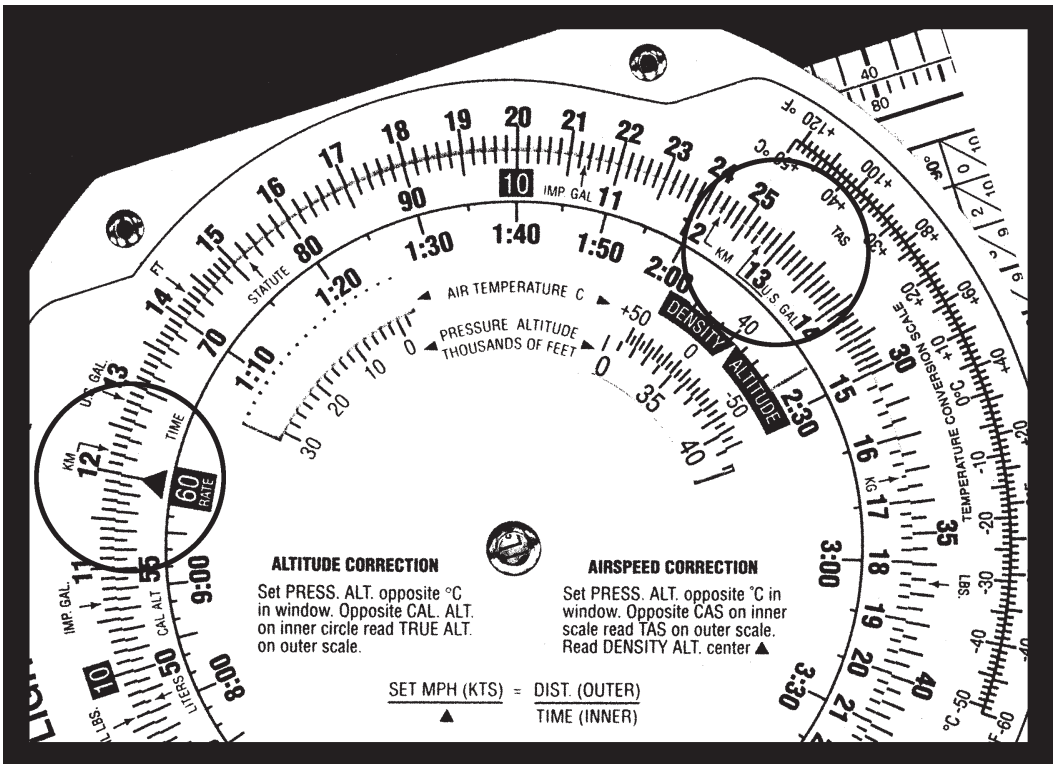

Figure 5
1. Set thirteen minutes on the middle scale opposite to 26 on the outer scale. *See* Figure 5.